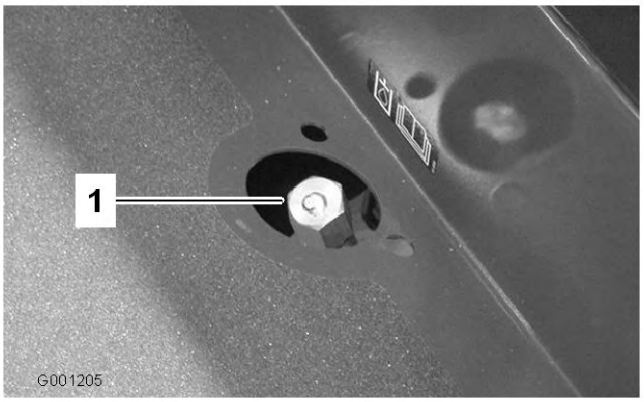

Figure 24
2. Dévissez le bouchon-jauge (Figure 24) du goulot de remplissage et essuyez-le sur un chiffon propre. Revissez la jauge à la main dans le goulot de remplissage, puis sortez-la de nouveau pour vérifier le niveau de liquide. Si le niveau est à plus de 13 mm de la rainure de la jauge, ajoutez suffisamment d'huile pour atteindre la rainure. Ne remplissez pas excessivement.